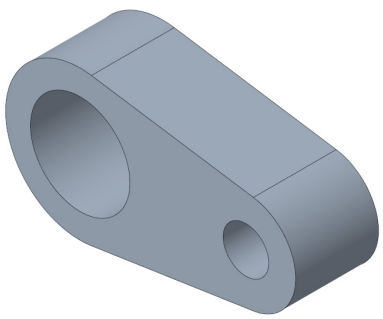
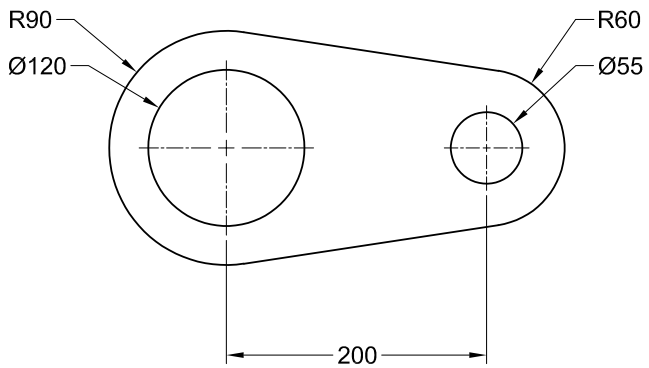

Figure 2-35 *Model for Tutorial 3*
Figure 2-36 *Sketch of the model*
In this tutorial, you will draw the sketch of the model shown in Figure 2-35. The sketch of the model is shown in Figure 2-36. For your reference, all entities in the sketch are labeled alphabetically. Also, you have to print the sketch. **(Expected time: 30 min)**
2. Select the left arc and create a circle concentric to the arc. Similarly, select the right arc to create a concentric circle (refer to Figure 2-36).